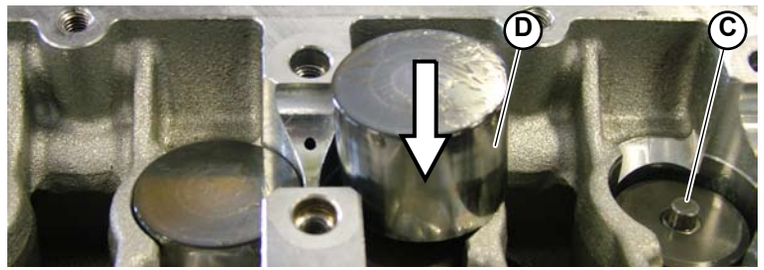

Fig.3
5. Position the spacers **(C-Fig.3)** above the upper spacer rings.
6. Remove the tappets **(D-Fig.3)** from their housings.